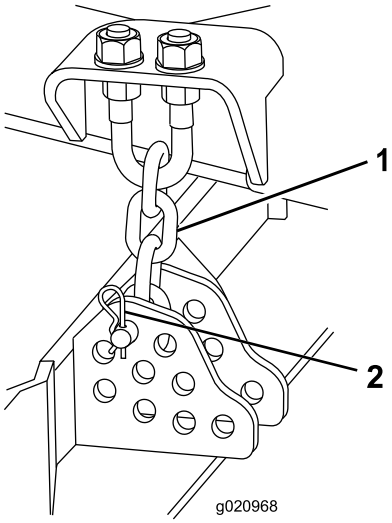

Figur 16
9. Fjern låseclipsen og gaffelbolten, som fastgør klippehøjdekæderne til plæneklipperskjoldets bageste del (Figur 16).